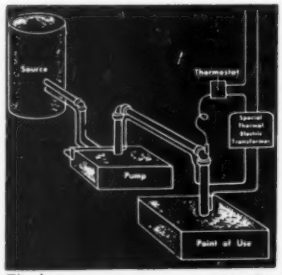
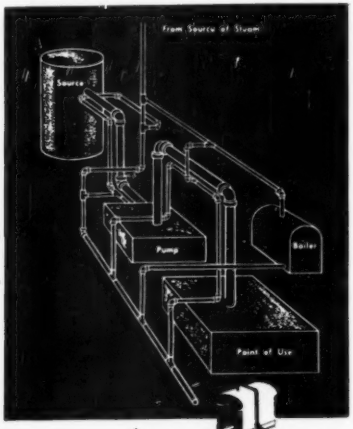

Fig. 1
Fig. 3
IN A WIDE VARIETY of industrial processes today, the batch handling of hot viscous fluids has been replaced by more convenient methods of pipeline transportation. The problem in all instances where viscous fluids are pipe-conveyed is to maintain the pipeline at a high enough temperature to prevent solidification of the fluid. There are four conventional methods of maintaining pipeline temperatures for hot viscous fluids. Electrically charged pipelines as shown in Fig. 1, are used for the transportation of such heavy fluids as asphalt, resin, grease, wax or
**Fig. 1. On low voltage, electrified viscous pipelines, insulation should be notched at each point where electrical connections are made. Fig. 2. Strip heaters, clamped at intervals along a pipe run, are most commonly used where heat is applied in local applications—on pumps, valves, and other process equipment. Fig. 3. Relatively simple to install, steam traced lines function with very little expense. Steam tracers are common but are limited to small pipelines**
One of the most common methods of applying heat to viscous lines is with a steam tracer line as shown in Fig. 3, suspended directly below the main line. Four to 6 in. is considered a maximum diameter for a steam traced line, but this will vary, depending upon such factors as temperature, pipeline location, type of fluid in the pipeline and rate of flow. This method is generally used where there is an already existing source of steam and where critical temperature control is not required.